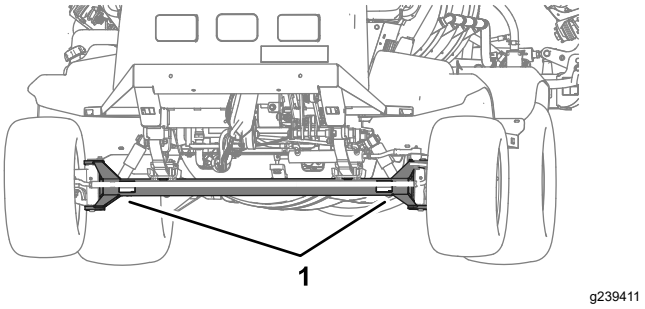
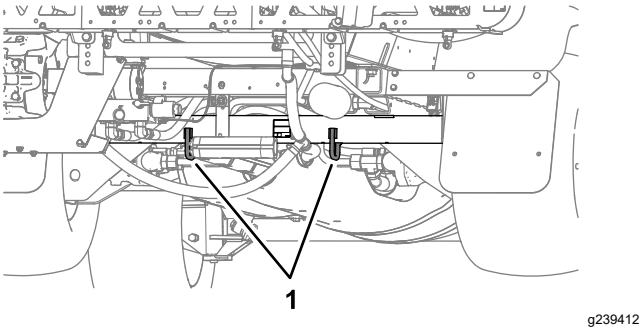

**Figur 58**
**Figur 59**
- Spänn fast maskinen så att den sitter säkert på transportfordonet. Maskinens fästpunkter visas i Figur 58 och Figur 59.